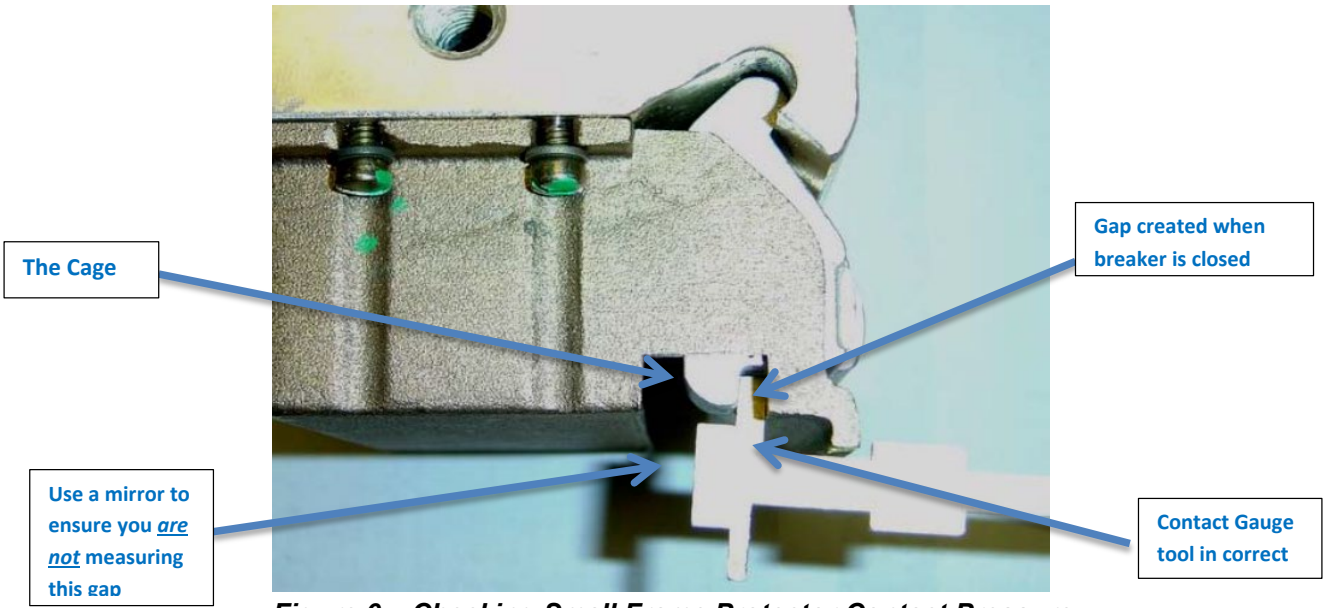

Figure 6 – Checking Small Frame Protector Contact Pressure
5. Slide the handle side of the gauge to ensure the minimum gap exists. It should fit into the gap without a lot of additional clearance. See Figure 6.
3. Locate the gap created by the cage and the main contacts when the breaker is in the **open** position. See Figure 6.